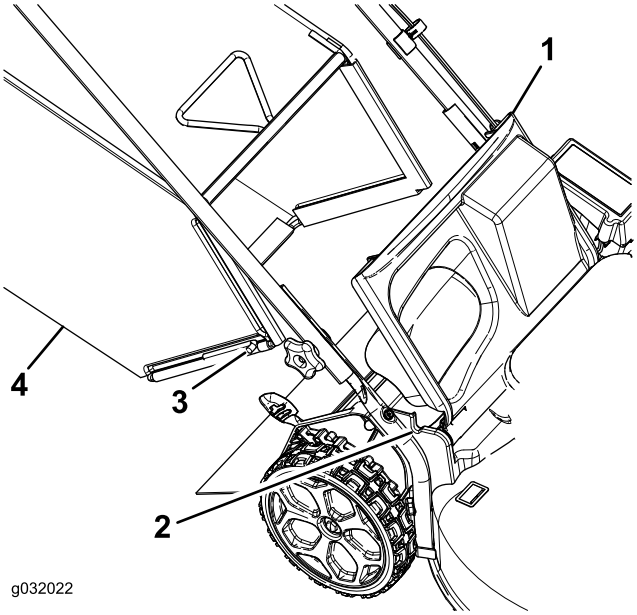

Figur 20
1. Lyft upp den bakre gräsriktaren (Figur 20).
2. För in gräsuppsamlarens stångändar i spåren på handtagsfästena (Figur 20).